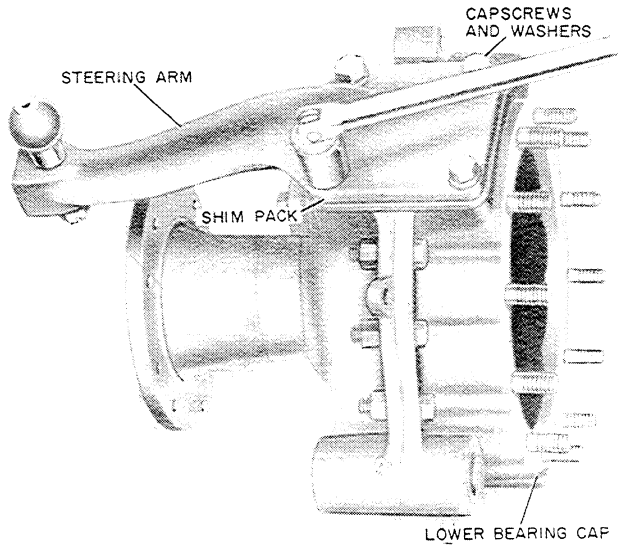

Figure U-35
2. Remove the steering arm capscrews, washers, steering arm and shim pack, Figure U-35.
3. Remove the lower bearing cap bolts, washers, bearing cap and shim pack, Figure U-35.